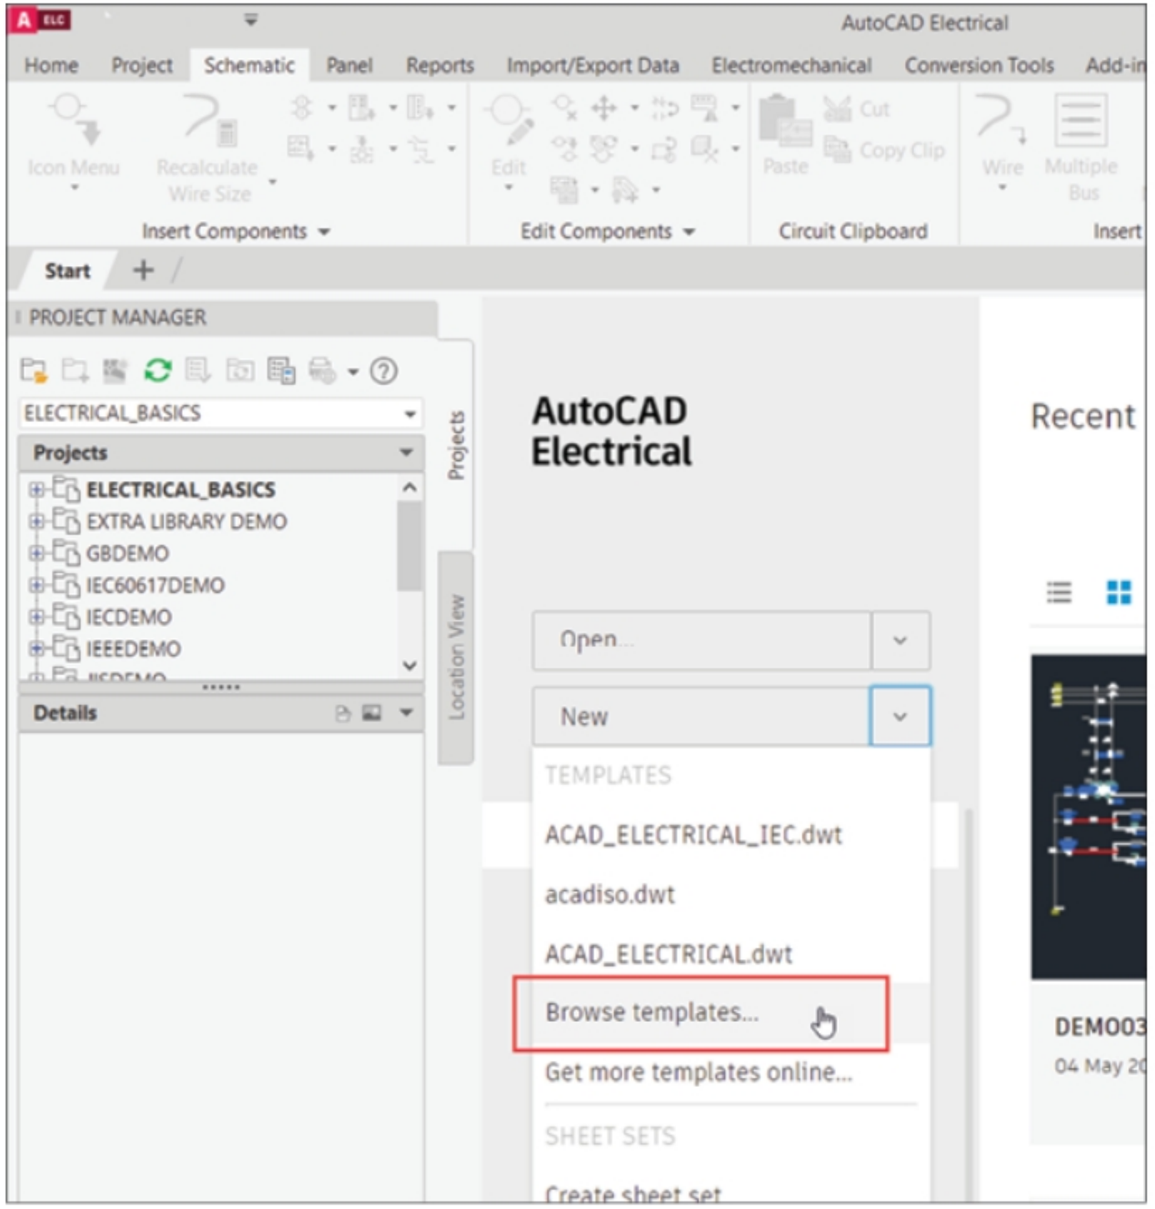
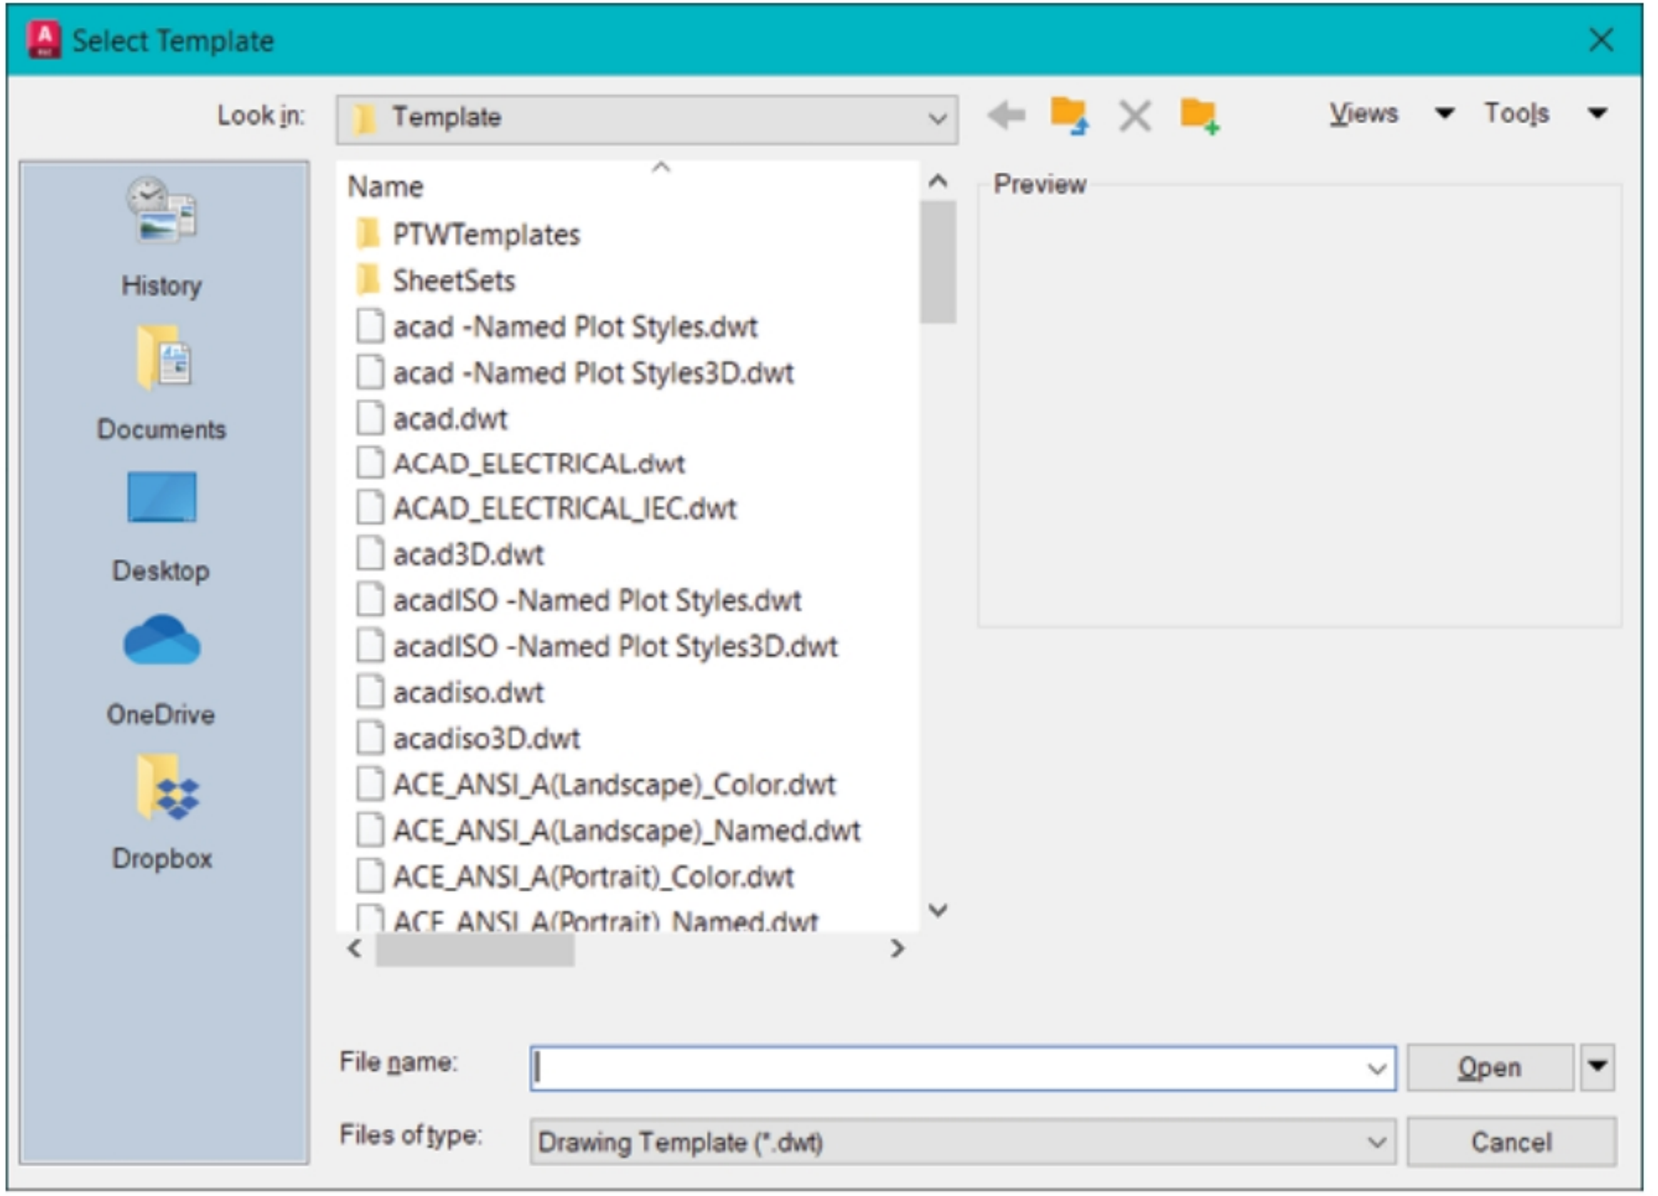

Figure-3. New document options
Figure-4. List of templates
- Click on the down arrow next to **New** button in the first page of interface; refer to Figure-3. Select the **Browse templates** option from the drop-down list. The **Select Template** dialog box will be displayed; refer to Figure-4.